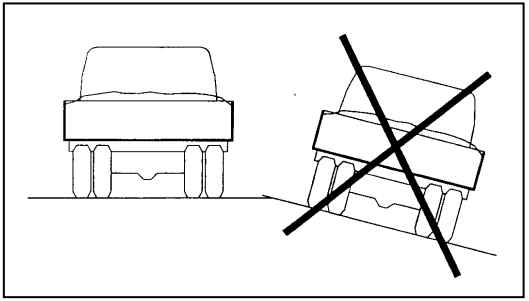

Fig.21
- S'assurer que le terrain est solide, surtout pour l'essieu arrière, et que le véhicule se trouve en position horizontale (fig. 21).